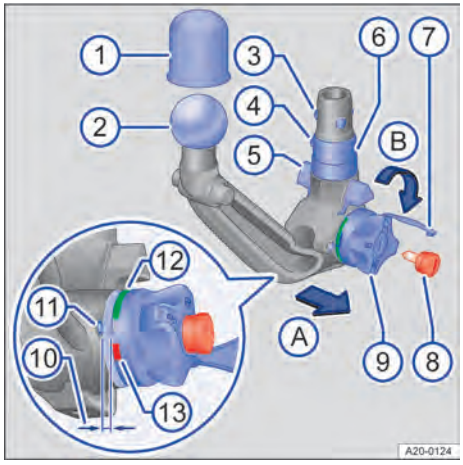

Bilde 144 Oversikt: Avtakbart kulehode.
4. Ta av låsdekslet → Bilde 144 ⑦ på låsen på håndhjulet.
5. Sett nøkkelen → Bilde 144 ⑧ i låsen, og drei den mot klokken.
6. Hold fast kulehodet → Bilde 144 ② med den ene hånden → ⚠.
7. Trekk ut håndhjulet → Bilde 144 ⑨ i pilretningen Ⓐ med den andre hånden, og hold det fast i denne posisjonen.
8. Drei håndhjulet → Bilde 144 ⑨ i pilretningen Ⓑ til det stopper.
9. Hold fast håndhjulet → Bilde 144 ⑨ i denne posisjonen, og før kulehodet ② ut av festet og nedover. Kulehodet går i lås og er forspent.
2. Bruk den andre hånden til å dreie håndhjulet → Bilde 144 ⑨ i pilretningen Ⓑ til det stopper.
3. Trykk inn kulen → Bilde 144 ④.
4. Drei håndhjulet → Bilde 144 ⑨ tilbake mot klokken.
5. Slipp kulen → Bilde 144 ④. Håndhjulet står ikke lenger ut fra kulehodet. Kulehodet er nå avspent.
6. Drei nøkkelen → Bilde 144 ⑧ med klokken, og trekk den ut. Legg nøkkelen i oppbevaringsboksen.
7. Lukk låsdekslet → Bilde 144 ⑦.